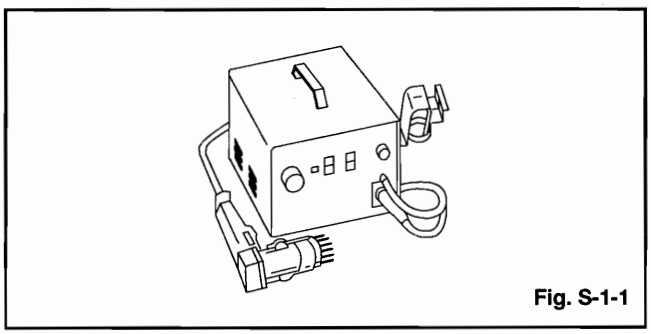

Fig. S-1-1
(1) Prepare the hot-air flat pack-IC desoldering machine, then apply hot air to the Flat Pack-IC (about 5 to 6 seconds). (Fig. S-1-1)